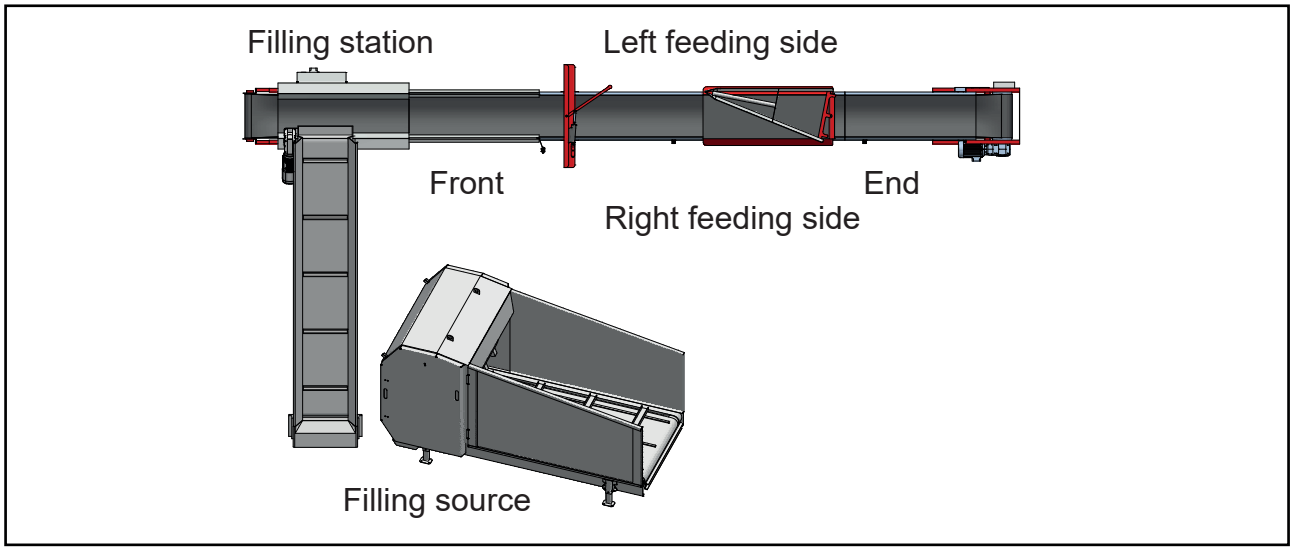

Fig. 25
- The feeding side is the side on which the feed is placed when looking at the scraper from the front. **See Fig. 25**